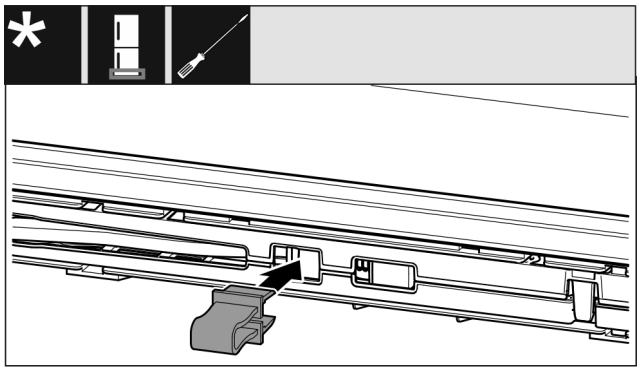

Fig. 18
▶ Sicherung in Öffnung einrasten. (siehe Fig. 18)